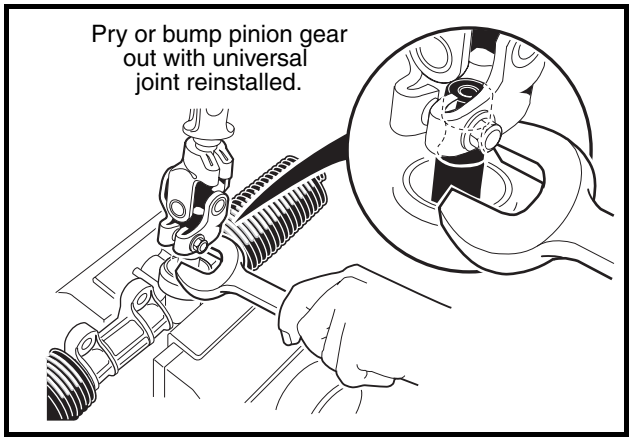

Figure 9-9 Remove Pinion from Housing
10. Install the universal joint onto the pinion and place a large open end wrench under the universal joint **(Figure 9-9, Page 9-9)**. Use the wrench as a lever to pull the pinion from the housing.